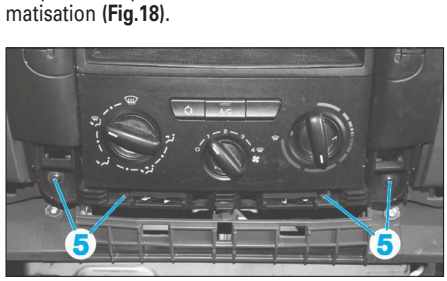

**Fig. 18**
• Déposer les quatre vis (5) de la commande de climatisation **(Fig.18)**.